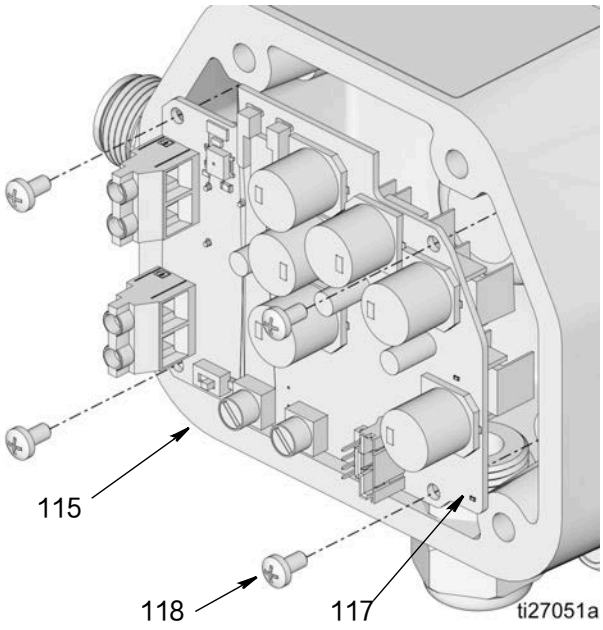

图 68
9. 拆下将电机控制板 (117) 固定到壳体 (115) 的螺丝 (118)（图 68）。